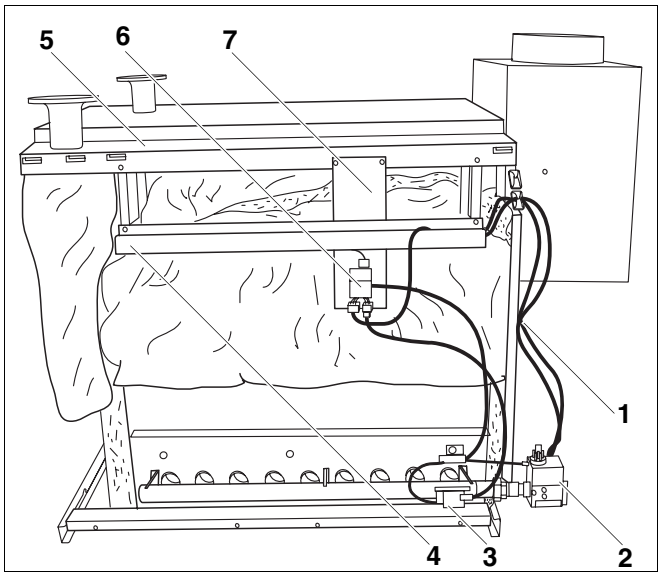

Afb. 68 Analoge brandersturing
- Schroef de bevestigingsplaat van de brandersturing (afb. 68, **pos. 7**) met twee schroeven met vlakke kop 3,9 x 9,5 aan de zijdelingse ketelafdekkappen (afb. 68, **pos. 5**).
- Voer de verbindingen tussen de brandersturing (afb. 68, **pos. 6**) en de gasklep (afb. 68, **pos. 2**) of de ontsteker (afb. 68, **pos. 3**) en de ionisatie-elektrode uit zoals aangegeven op het schakelschema.
- Maak de verbindingen tussen de brandersturing (afb. 68, **pos. 6**), het regeltoestel en het bijkomende regeltoestel zoals aangegeven op het schakelschema.
- De leidingen van de brandersturing (afb. 68, **pos. 6**) naar het regeltoestel worden via de kabelgoot (afb. 68, **pos. 4**) en de opening in de voorste ketelafdekkap gevoerd.
- De leidingen tussen de gasklep (afb. 68, **pos. 2**) en de brandersturing (afb. 68, **pos. 6**) worden aan de rugwand bevestigd met een klem voor de trekontlasting (afb. 68, **pos. 1**) en dan via de kabelgoot (afb. 68, **pos. 4**) naar de brandersturing geleid.